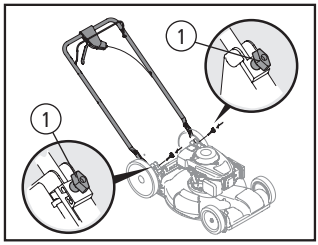

Fig. 06
**5.** Insira os parafusos T (1) removidos anteriormente no braço inferior e aperte firmemente para que o braço fique firme em seu devido lugar [Fig. 06].